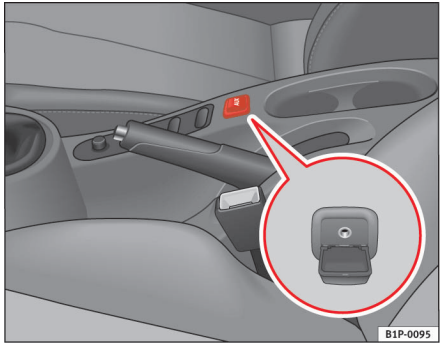

Fig. 102 Tilslutning til eksternt audioudstyr
– Løft afdækningen til AUX-IN-stikdåsen⇒ fig. 102.